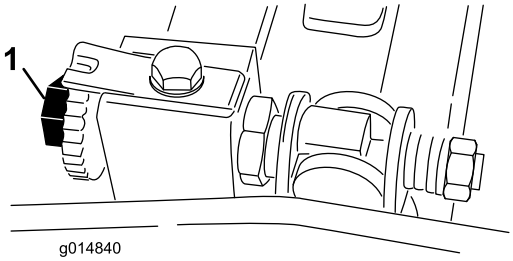

Figur 46
3. Drej knivcylinderen, så skærekniven krydser bundknivens kant mellem det første og det andet bundknivsskruehoved på højre side af klippeenheden (Figur 46).
6. Juster den højre bundtværstangs justeringsskrue, indtil du føler et let tryk (dvs. modstand) på afstandsstykket, når det bevæges fra side til side (Figur 46).